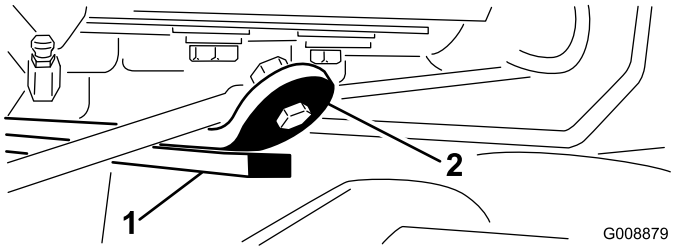

Figura 28
3. Arranque el motor, eleve los brazos de elevación y compruebe que la holgura entre la pletina que está encima de la barra de desgaste de la unidad de corte trasera y la pletina de amortiguación es de 0,51 a 2,54 mm (Figura 28).